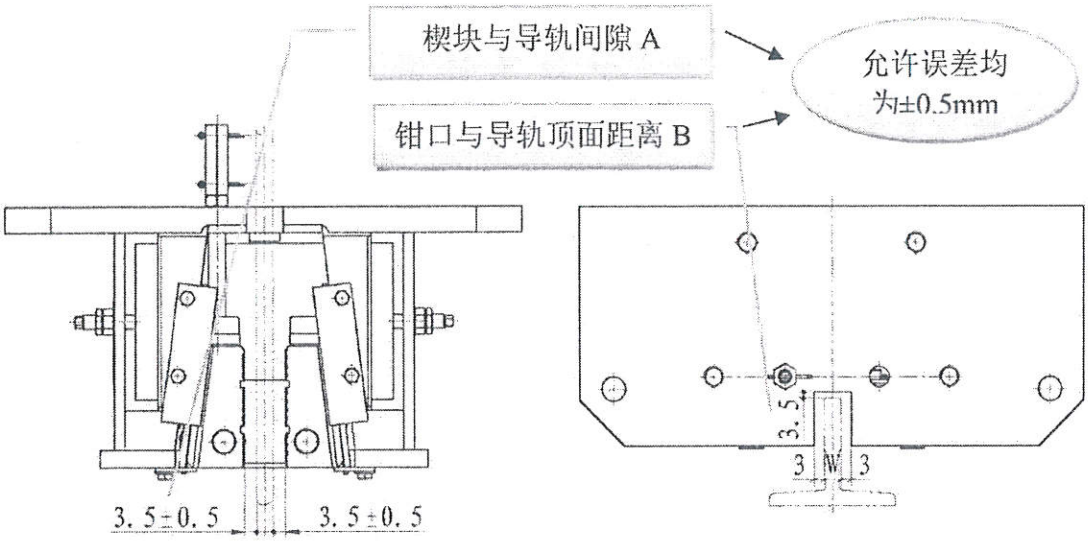

图 3 安全钳与导轨间隙
(1) 调整安全钳左右位置，使楔块与导轨的间隙 A 接近 3.5mm，如图 3 所示；
(2) 调整安全钳前后位置，使钳口距导轨顶面距离 B 接近 3.5mm，如图 3 所示；